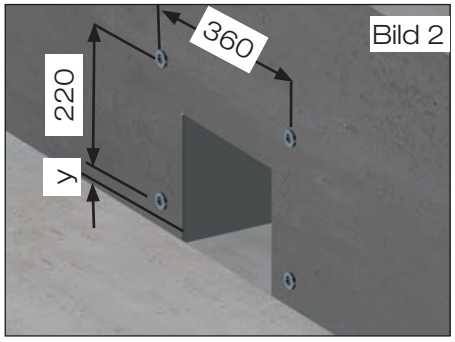

Bild 2
1.2 Bohrungen ø 10 mm für Schiebeflansch erstellen (Bild 2).